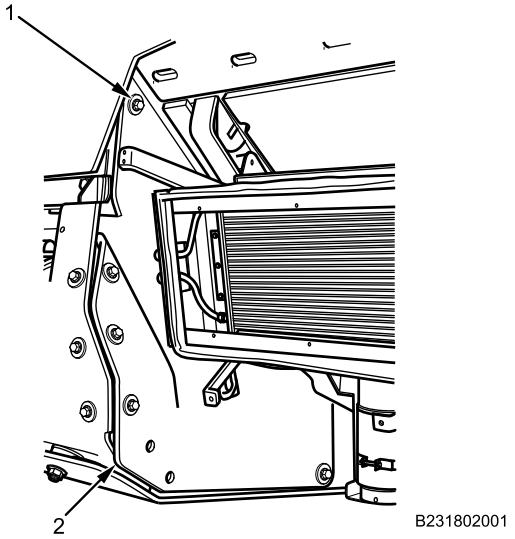

Figure 28. Left Side Rear Belly Armor Plate.
20. Install left side rear armor plate (Figure 28, Item 2) with five bolts (Figure 28, Item 1), washers, and nuts. Torque bolts to 56-65 lb-ft (76-88 N•m). Left side shown; right side similar.